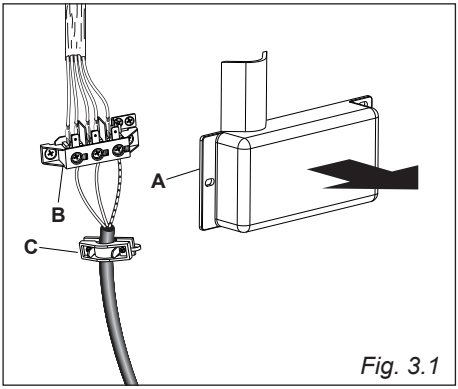

Fig. 3.1
- Remove the screws that holds shield “**A**” behind the cooker (fig. 3.1).